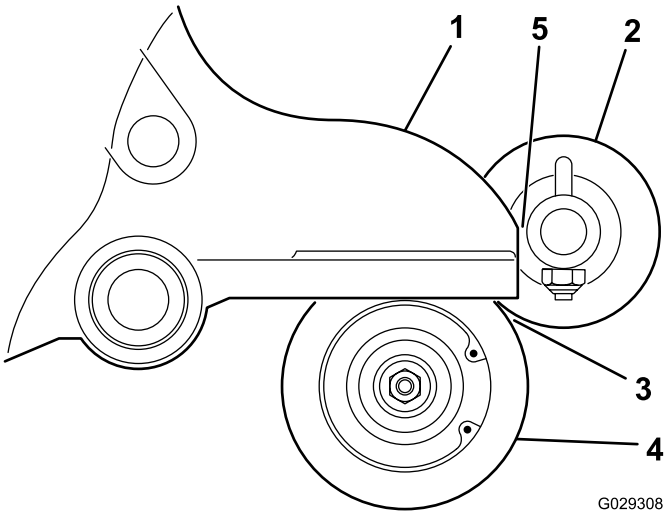

**Figura 14**
16. Posizionate la spazzola per rullo in modo che tocchi appena il rullo posteriore (Figura 14).